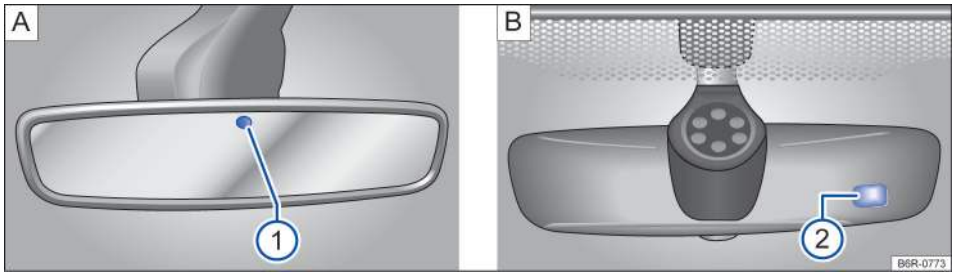

Fig. 84 On the windshield: Self-dimming rearview mirror (design may vary depending on vehicle equipment).
When the ignition is switched on, the sensors on the mirror measure the amount of light shining into the vehicle from the rear → fig. 84 (1) and from the front → fig. 84 (2) of the vehicle.